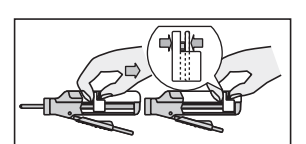

Fig. 3 3. ábra
obr. 3 Рис. 3
2. Load the cartridge into the Paste Pak Dispenser (Fig.3). Ensure the mark (▲) on the cartridge lines up with the mark (▲) on the Paste Pak Dispenser as illustrated. Then turn the cartridge fully to the right position.